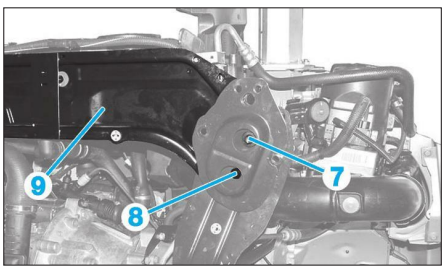

**Fig. 13**
- les vis (7) et (8) **(Fig.13)**